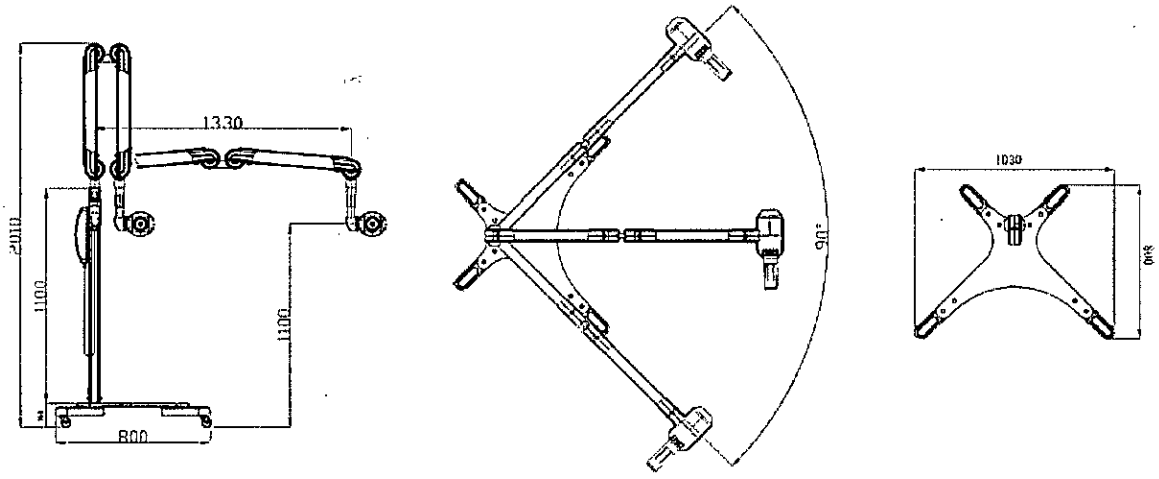

Fig. 3-2
**II. Instalación (Fig. 3.2)**